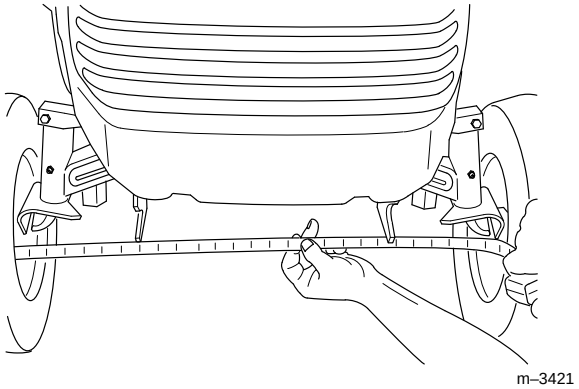

Figure 45
Le maintien d'un pincement correct des roues avant est important pour la sécurité, le fonctionnement du ralentissement automatique et la facilité d'emploi. Un réglage peut être nécessaire si les pneus s'usent de manière irrégulière, s'ils abîment la pelouse ou si la direction est dure. Contrôler le pincement toutes les 100 heures de service ou une fois par an, selon ce qui se présente en premier (Fig. 45).
4. Mesurer la distance entre les deux pneus avant à la hauteur des fusées, à l'avant et à l'arrière des roues (Fig. 45).